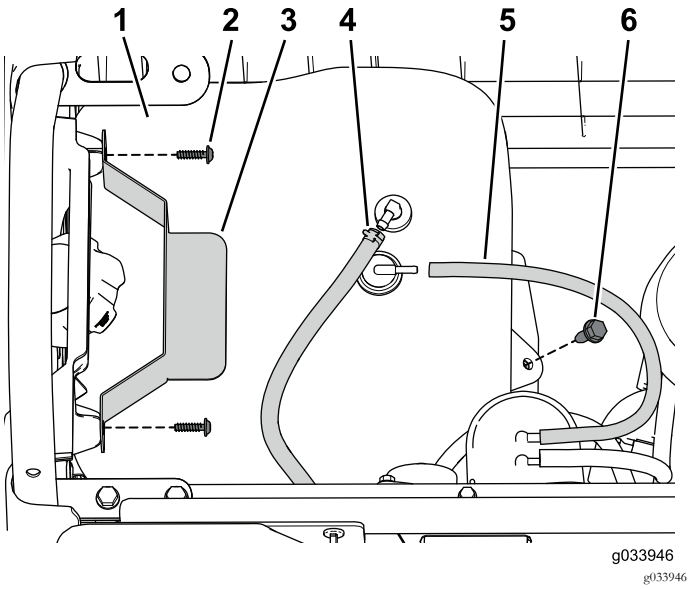

Figur 49
1. Ställ bränsletanken på tankbrickan (Figur 49).
2. Anslut luftningsröret och bränsleslangen till tanken (Figur 49).
3. Sätt fast låsblocket med de skruvar som du tog bort tidigare (Figur 49).